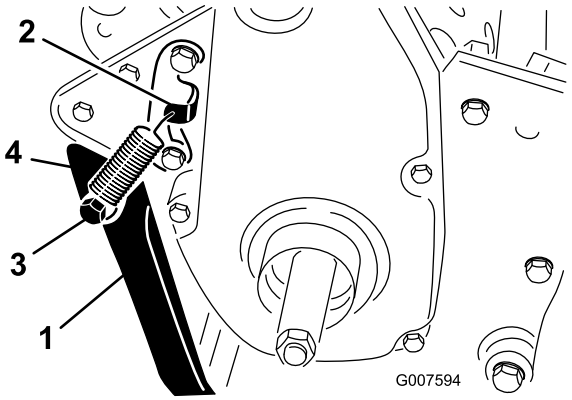

**Rysunek 6**
2. Zahacz sprężynę w otworze we wsporniku sprężynowym oraz w sworzniu sprężynowym, wyosiowując równocześnie podpórkę względem otworów montażowych w tylnej części ramy (Rysunek 6).
3. Zamocuj podpórkę do obu stron ramy za pomocą śruby, podkładki blokującej, elementu dystansowego, podkładki płaskiej i przeciwnakrętki (Rysunek 6).